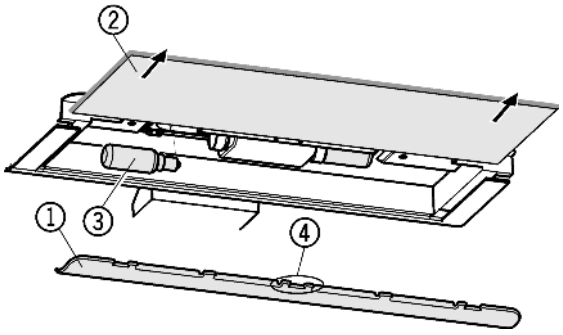

Fig. 37
- ▶ To remove the cover *Fig. 37 (1)*: put your finger behind the cover and disengage it.
- ▶ Pull out the glass shelf *Fig. 37 (2)*.
- ▶ Change the bulb *Fig. 37 (3)*.
- ▶ Attach the cover again, engage it at the right and left and pay attention that the middle hook *Fig. 37 (4)* grips over the glass shelf.